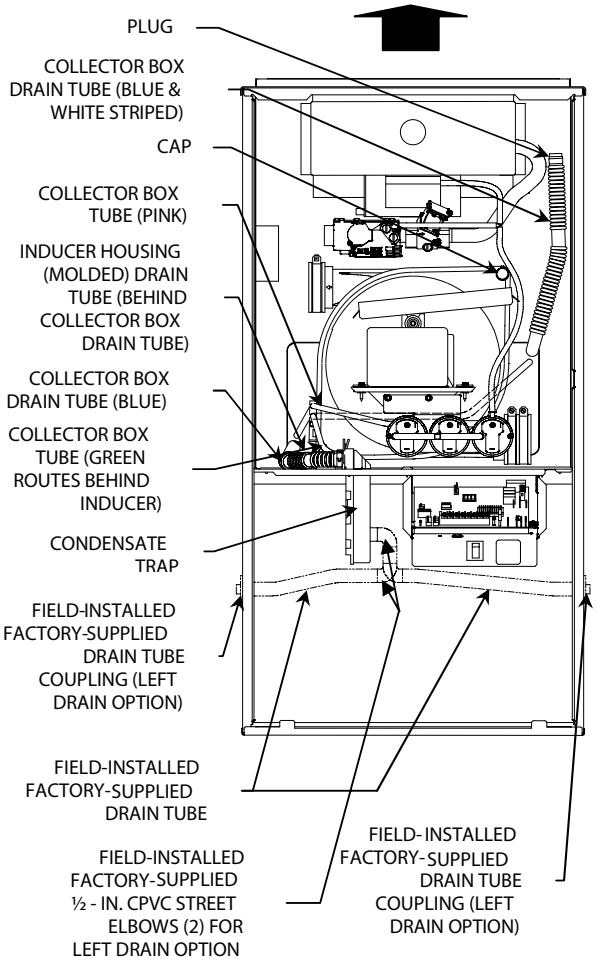

Fig. 7 - Factory-Shipped Trap Location (Shown with Blower Access Panel Removed)
Some assembly and modifications are required for furnaces installed in any of the four applications shown in Fig. 1. All drain and pressure tubes are connected as shown in Fig. 7. See appropriate application instructions for these procedures.
NOTE: See Fig. 7 or tube routing label on main furnace door to confirm location of these tubes.
j. Cement 2 factory-supplied 1/2-in. (12.7mm) street CPVC elbows to rigid drain tube connection on condensate trap. (See Fig. 7.) These elbows must be cemented together and cemented to condensate trap drain connection.
NOTE: See Fig. 7 or 8 or tube routing label on main furnace door to check for proper connections.